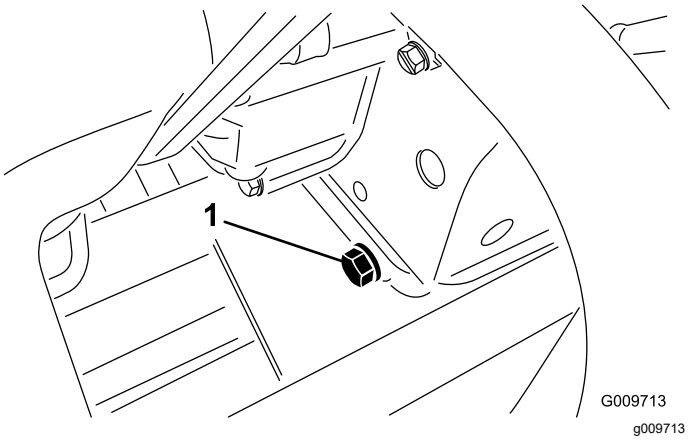

Рисунок 89
2. Снимите пробку сливного отверстия (Рисунок 89) и дайте маслу стечь в сливной поддон.